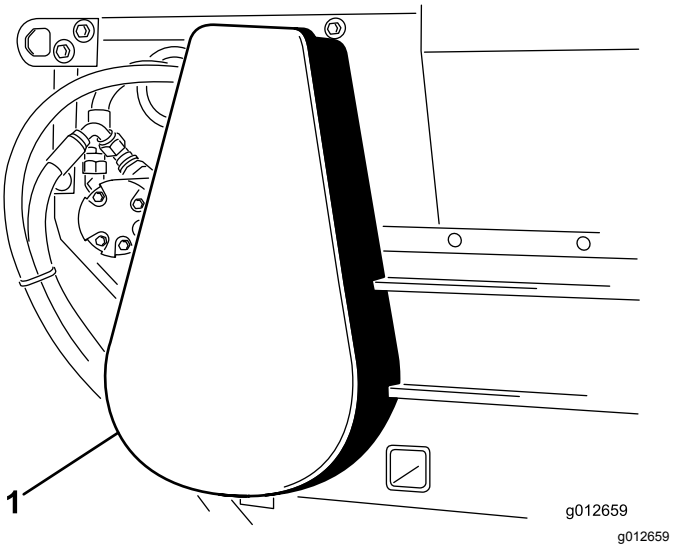

Figur 34
3. Montera kedjehuset (Figur 34).